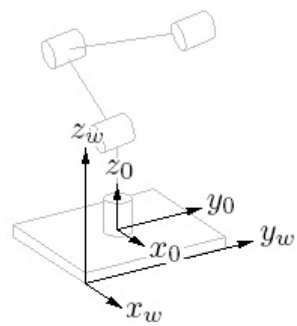

Figure 4.3: Correct location and orientation of the world frame.
1. Establish the world coordinate frame (frame w) centered at the corner of the UR3's base shown in Figure 4.3. The x_w and y_w plane should correspond to the surface of the table, with the x_w axis parallel to the sides of the table and the y_w axis parallel to the front and back edges of the table. Axis z_w should be normal